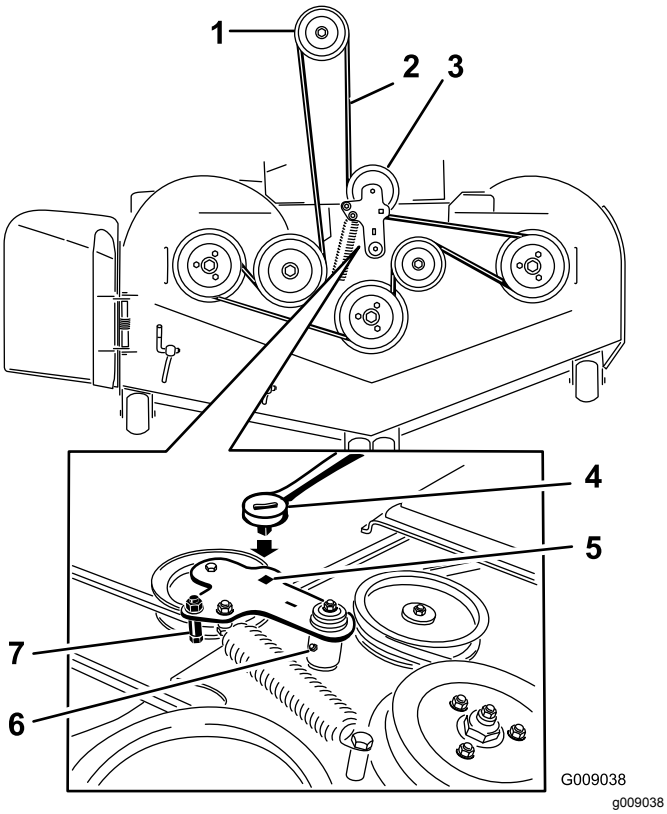
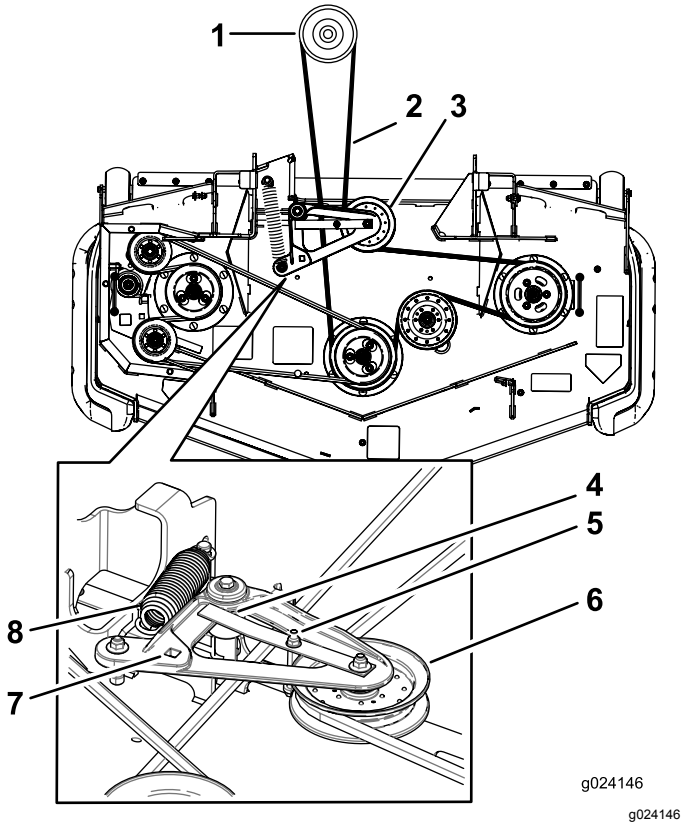

Figuur 119
Figuur 120
5. Hef het vloerdeel op en steek een ratelsleutel in de vierkante opening in de spanpoelie van het maaidek (Figuur 119 of Figuur 120).
6. Draai de spanpoelie van het maaidek rechtsom, til het lipje van de riemgeleider op (alleen voor machines met achterafvoer) en verwijder de aandrijfriem van het maaidek (Figuur 119 of Figuur 120).